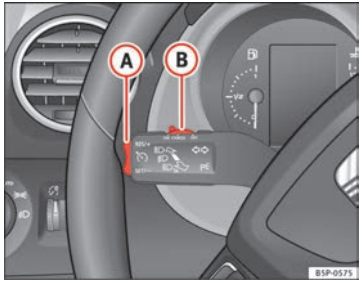

Fig. 155 Turn signal and main beam headlight lever: switch and rocker switch for the cruise control
– Press the lower part **SET/-** of the rocker switch ⇒ Fig. 155 (A) once briefly when you have reached the speed you wish to set.
– Press the upper part **RES/+** of the rocker switch ⇒ Fig. 155 (A) to increase the speed. The vehicle will continue to accelerate as long as you keep the rocker switch pressed. When you release the switch, the new speed is stored.
– Press the lower part **SET/–** ⇒ Fig. 155 (A) of the rocker switch to reduce the speed. The vehicle will automatically reduce its speed for as long as you keep the switch pressed. When you release the switch, the new speed is stored.
Cruise control is switched off if you reduce speed by depressing the brake pedal. You can reactivate the control by pressing once on the upper part of the rocker switch **RES/+** ⇒ Fig. 155 (A). ■